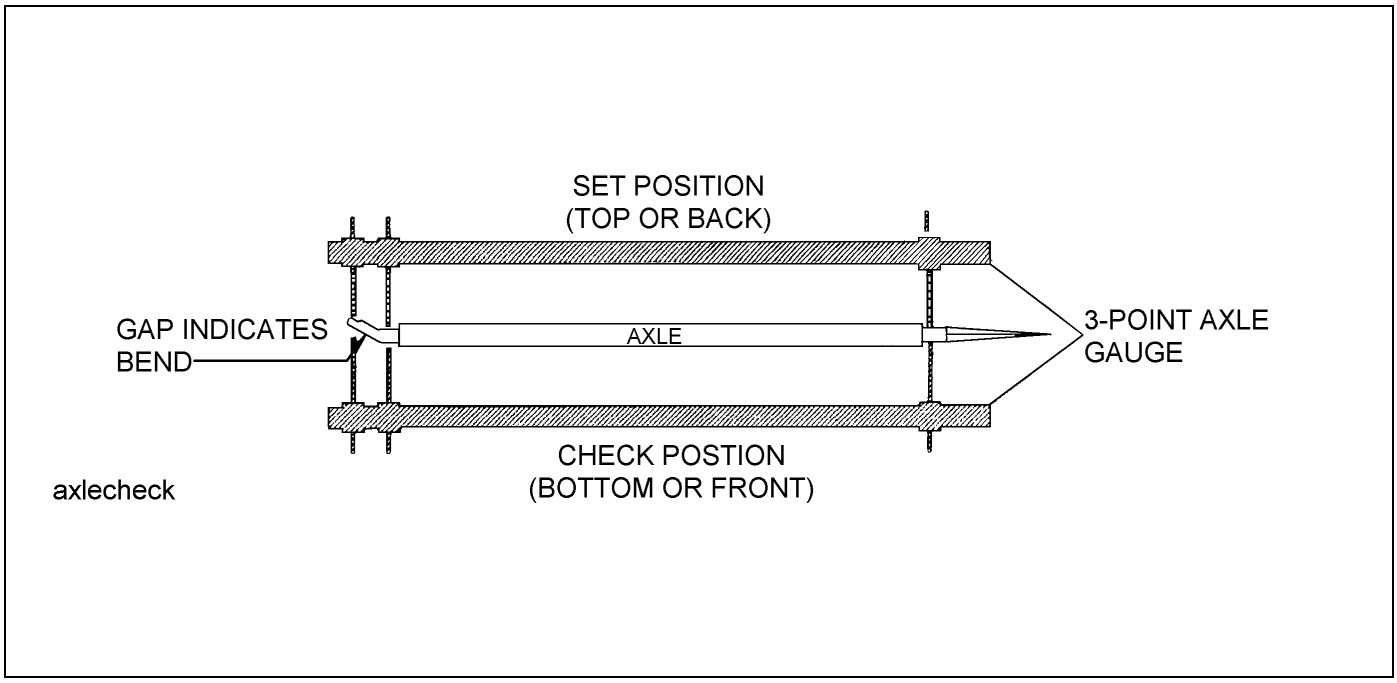

Figure 4-8: Checking Axle for Bend
2. Place a 3-point axle gauge against the front side of the axle, and adjust each axle gauge point to the axle. (Double point end against the inner and outer wheel bearing surfaces of the spindle being checked and the other point on the inner bearing surface on the other spindle.)**(See Figure 4-8.)**
3. Move the axle gauge and place against the back side of the axle. If either of the points of double point end fails to touch the axle surface, a bent spindle is evident. A point gap of .015" or more is considered excessive tire “toe” and the axle must be replaced **(See Figure 4-8.)**